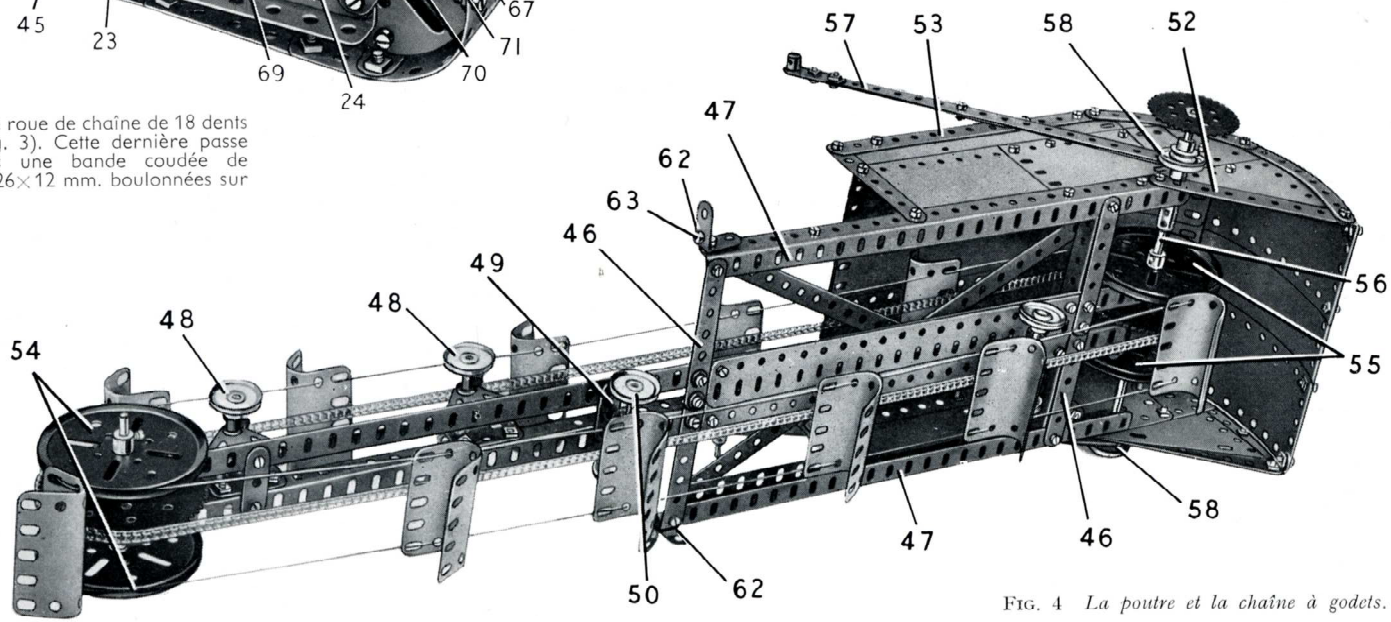

FIG. 4 *La poutre et la chaîne à godets.*
La poutre qui supporte la chaîne à godets est formée de deux cornières de 49 trous reliées par une bande de 3 trous, deux poutrelles plates de 19 trous et deux bandes (46) (fig. 4) faites chacune de deux bandes de 7 trous. La bande supérieure (46) est renforcée par une cornière de 6 trous de chaque côté. Une cornière de 25 trous (47) est boulonnée de chaque côté aux extrémités des bandes (46) et deux bandes de 25 trous en croix renforcent cette structure. Les extrémités inférieures des bandes de 25 trous sont boulonnées sur des cornières de 9 trous fixées sur les cornières (47) et leurs extrémités supérieures sont rattachées à des équerres, également boulonnées sur les cornières (47).